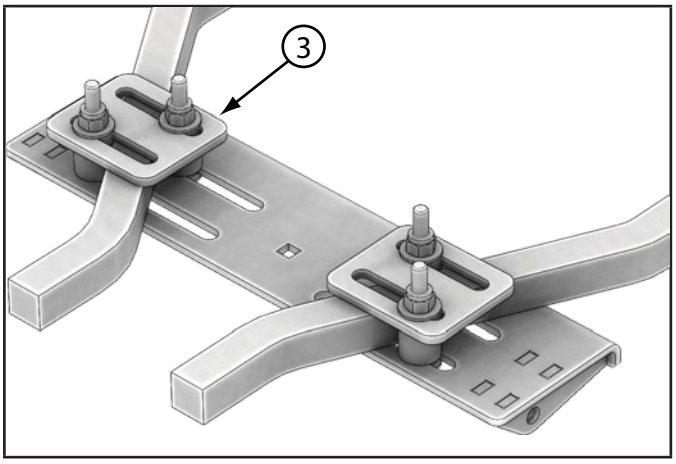

Figura 22 - Instalación de Soporte Híbrido en tubo cuadrado usando placas espaciadoras
Si la placa de soporte superior (2) no cabe por causa de una obstrucción, usted puede sustituir las placas espaciadoras (3) por la placa de soporte superior como se muestra en figura 22.